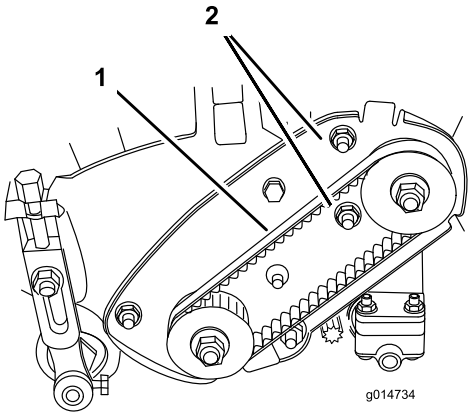

Figure 38
A. Desserrez les écrous de montage du logement de roulement (Figure 38).
C. Tout en maintenant le réglage de la clé dynamométrique, serrez les écrous de fixation du logement de roulement (Figure 38). Ne tendez pas la courroie excessivement.